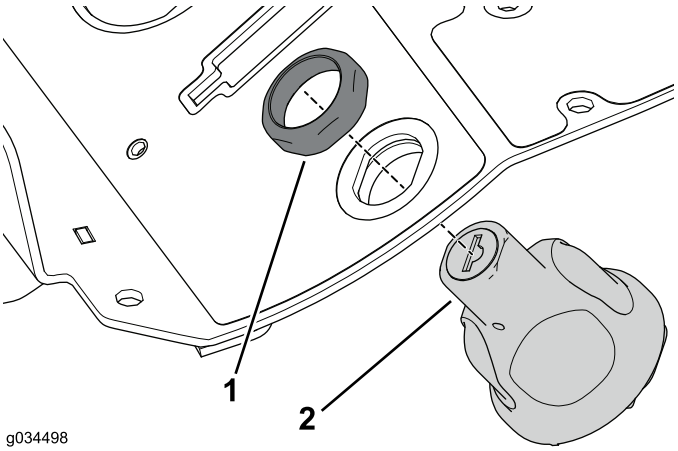

図 29
4. イグニッションスイッチをコンソールアセンブリに固定する先ほど外したリテーナナットを使う図 29。